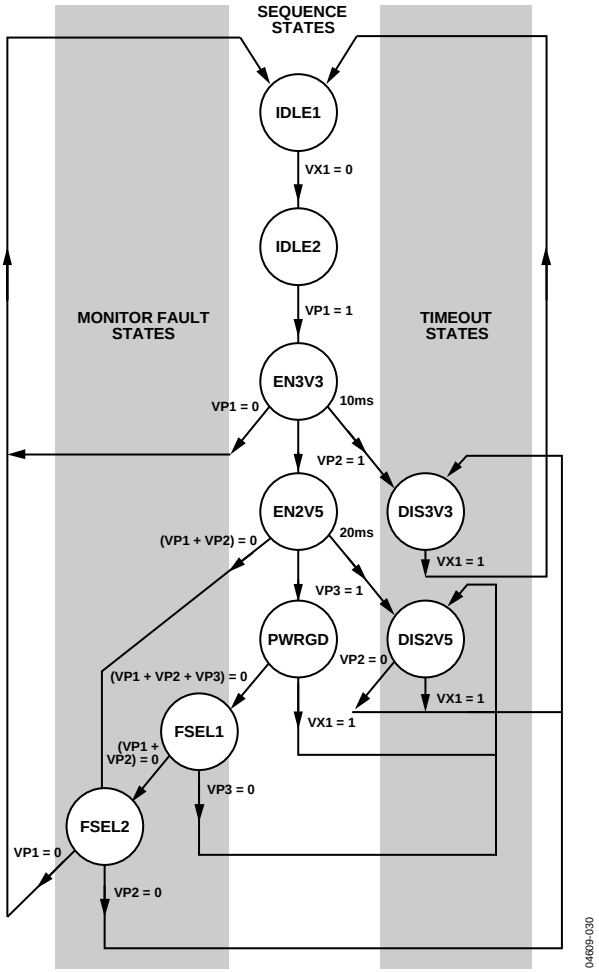

Figure 27. Sample Application Flow Diagram
The application in this section demonstrates the operation of the sequencing engine (SE). Figure 27 shows how the simple building block of a single SE state can be used to build a power-up sequence for a 3-supply system.
The sequence detector can also help to identify monitoring faults. In the sample application shown in Figure 27, the FSEL1 and FSEL2 states first identify which of the VP1,VP2, or VP3 pins has faulted, and then they take the appropriate action.
In the sample application shown in Figure 27, the timeout next-state transition is from the EN3V3 and EN2V5 states. For the EN3V3 state, the signal 3V3ON is asserted upon entry to this state (on the PDO1 output pin) to turn on a 3.3 V supply. This supply rail is connected to the VP2 pin, and the sequence detector looks for the VP2 pin to go above its UV threshold, which is set in the supply fault detector (SFD) attached to that pin.